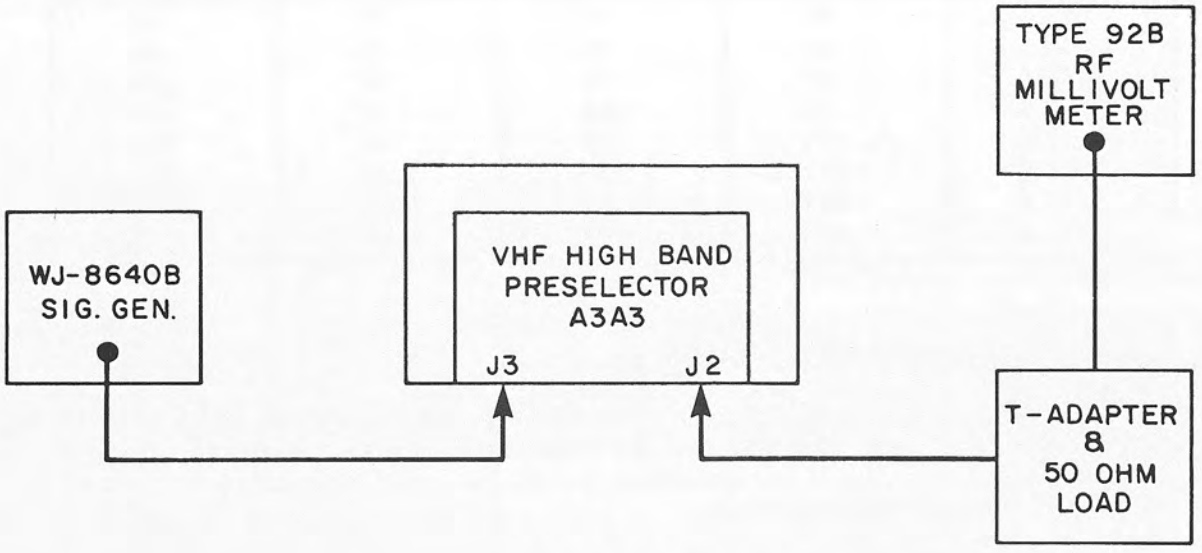

Figure 4-9. VHF Preselector Performance Test, Equipment Connections
2. Connect the test equipment as indicated in **Figure 4-9.** Tune the receiver to 22.0000 MHz.